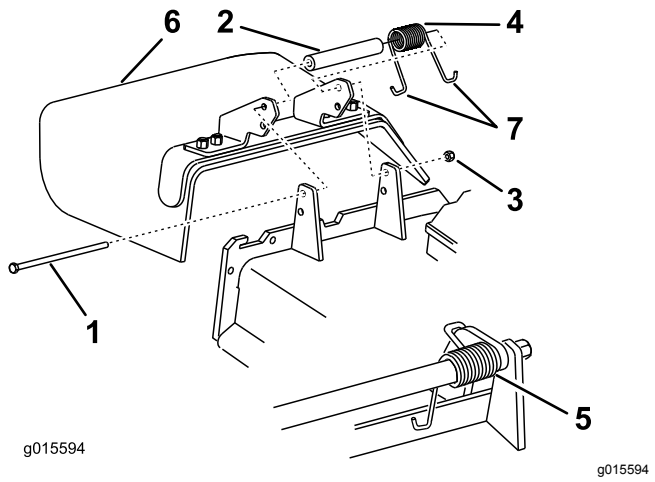

**Figuur 108**
1. Verwijder de borgmoer, de bout, de veer en het afstandsstuk waarmee de grasgeleider vastzit op de draaibeugels (Figuur 108).
2. Verwijder een beschadigde of versleten grasgeleider (Figuur 108).
**Opmerking:** Zorg ervoor dat het J-vormige uiteinde van de veer is gemonteerd achter de rand van het maaidek voordat u de bout plaatst zoals wordt aangegeven in Figuur 108.
6. Plaats het J-vormige haakuiteinde van de veer om de grasgeleider (Figuur 108).